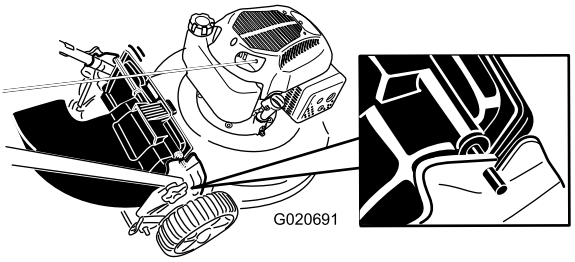

Figuur 24
4. Steek de stang op de afvoergeleider in de inkepingen op de machine (Figuur 24).